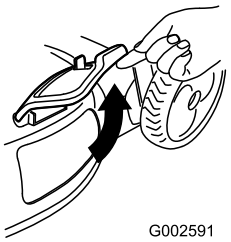

Figur 29
2. Lyft upp sidoutkastarluckan (Figur 29).